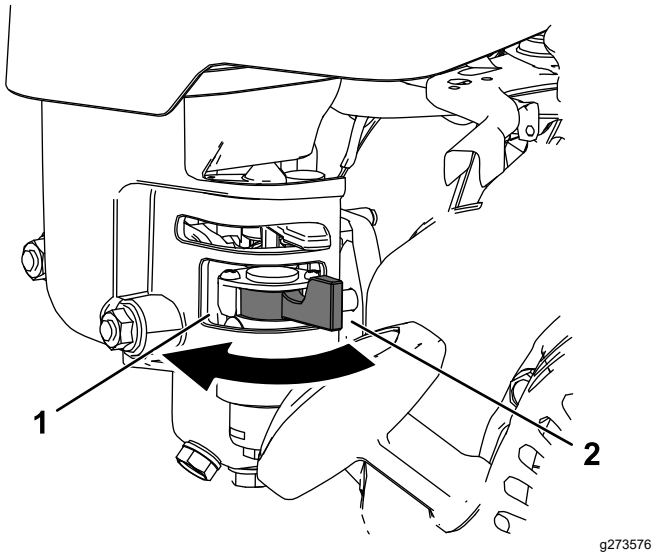

**Figure 18**
- Pour ouvrir le robinet d'arrivée de carburant, tournez le levier vers la poignée du lanceur (Figure 18).
- Pour fermer le robinet d'arrivée de carburant, tournez le levier à l'opposé de la poignée du lanceur (Figure 18).